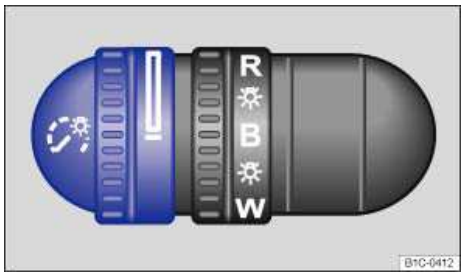
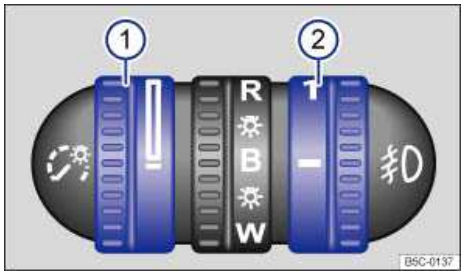

Fig. 79 To the left of the steering wheel: Thumbwheel to adjust instrument panel lighting (vehicles without manual headlight range adjustment).
Fig. 80 To the left of the steering wheel: Thumbwheel to adjust instrument panel lighting 1 and headlight range adjustment 2 (if equipped).
When the lights are on, the brightness of the instrument panel lighting is adjusted by turning the thumbwheel ⇒ fig. 79, ⇒ fig. 80 (1).
When the lights are on, the brightness of the instrument cluster lighting is adjusted by turning the thumbwheel ⇒ fig. 79, ⇒ fig. 80 (1).